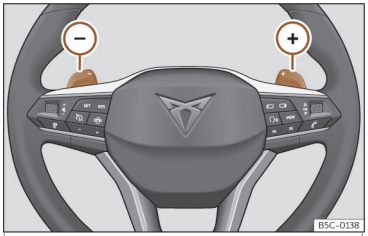

Fig. 139 Volante: palancas para cambio automático.
- Pulse la leva de cambio ⊕ para insertar una marcha superior››› **fig. 139**.